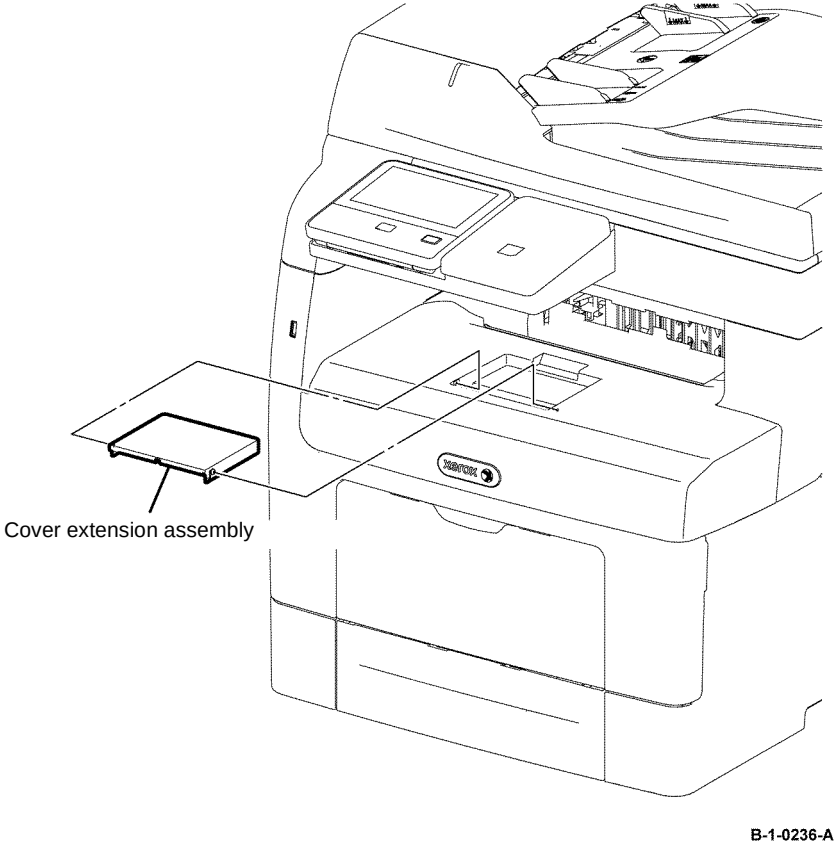

Figure 1 Cover extension assembly removal
1. Remove the cover extension assembly by flexing it to release one of the bosses from the hole, Figure 1.